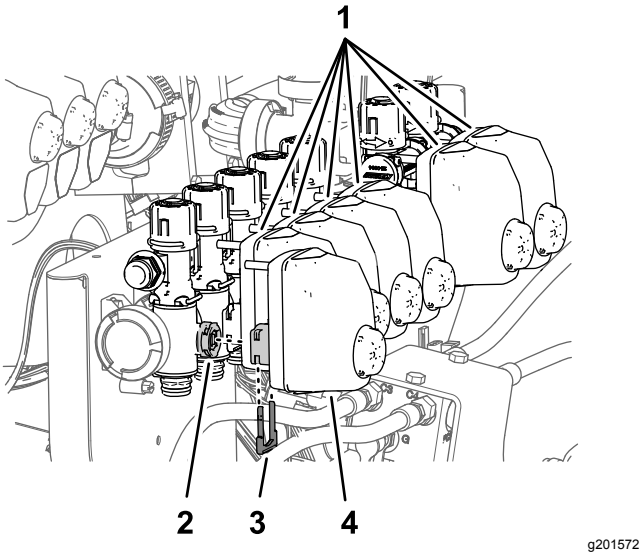

Rysunek 97
1. Zdejmij zapinki mocujące siłownik zaworów dla zaworów dysz o numerach od 1 do 7 (Rysunek 97).
2. Zdejmij siłowniki zaworów z zaworów dysz od 1 do 7 (Rysunek 97).
10. Zamocuj siłowniki zaworów do zaworów dysz o numerach od 1 do 7 (Rysunek 97) za pomocą zapinek zdjętych w kroku 1.